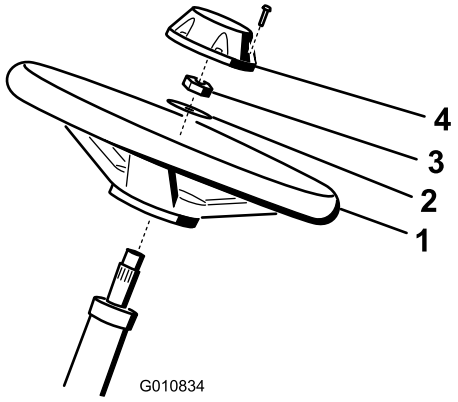

Figura 3
1. Deslice el volante sobre la columna de dirección (Figura 3).
2. Deslice la arandela sobre la columna de dirección (Figura 3).
3. Sujete el volante a la columna con una contratuerca y apriete ésta a 27 a 35 Nm (Figura 3).
4. Sujete el embellecedor al volante con el tornillo (Figura 3).